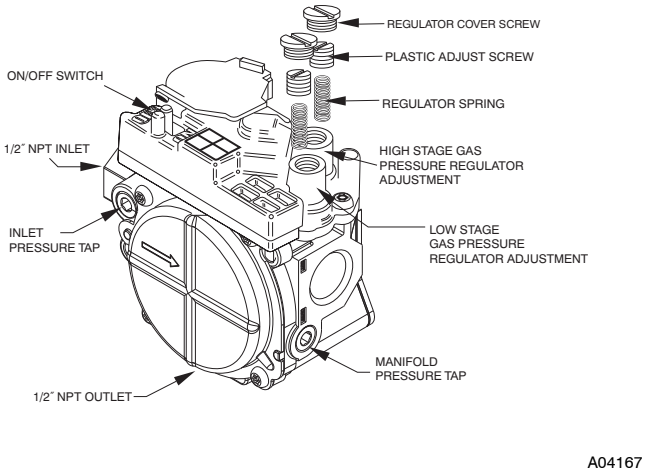
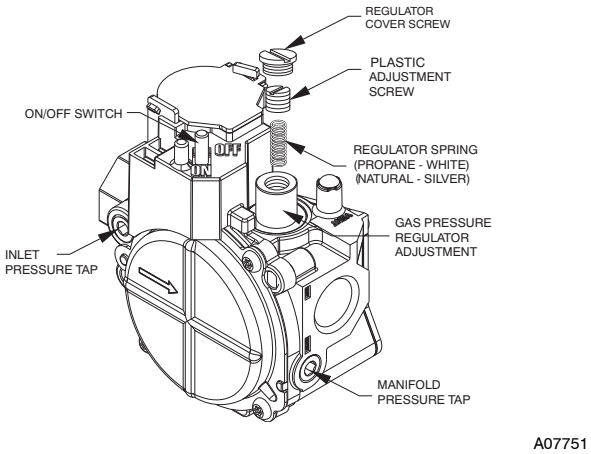

Fig. 15 - Two-Stage Gas Valve (208/230 VAC Models)
Fig. 16 - Single-Stage Gas Valve (460 VAC Models)
1. Remove regulator cover screw(s) over plastic adjustment screw(s) on gas valve (Fig. 15 For 208/230 VAC models, Fig. 16 For 460 VAC models).
2. For 208/230 VAC models only: Turn the high stage plastic adjustment screw clockwise to increase gas input and counterclockwise to decrease input (see Fig. 15). For 460 VAC models only: Turn the plastic adjustment screw clockwise to increase gas input and counterclockwise to decrease input (see Fig. 16). Manifold pressure must be between 3.2 and 3.8 IN. W.C. For high stage on 208/230 VAC models and for single stage on 460 VAC models.
3. For 208/230 VAC models only: Replace high stage regulator cover screw on gas valve (see Fig. 15). For 460 VAC models only: Replace regulator cover screw on gas valve (See Fig. 16).
4. For 208/230 VAC models only: turn the low stage plastic adjustment screw clockwise to increase gas input and counterclockwise to decrease input (see Fig. 15). Low stage manifold pressure must be between 1.4 and 2.0 IN. W.C.
5. For 208/230 VAC models only: Replace low stage regulator cover screw(s) on gas valve (see Fig. 15).